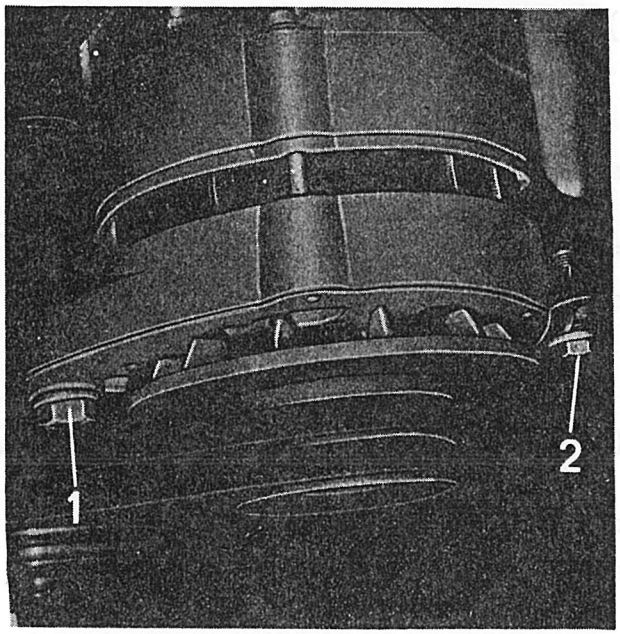

Afb. 2.9.1. Bevestiging van de dynamo
(4) Los de twee bouten (1 en 2, afb. 2.9.1.) waarmee de dynamo aan de motor is bevestigd.
(5) Neem de V-riemen van de riemschijf af en verwijder de dynamo uit de motorruimte.
(1) Plaats de dynamo in de motorruimte en bevestig aan de motor met de bout (1, afb. 2.9.1.); draai deze handvast.
(2) Leg de V-riemen over de riemschijf en breng de bout (2, afb. 2.9.1.), aan; draai de bout handvast.
(3) Span de V-riemen door de dynamo te kantelen.